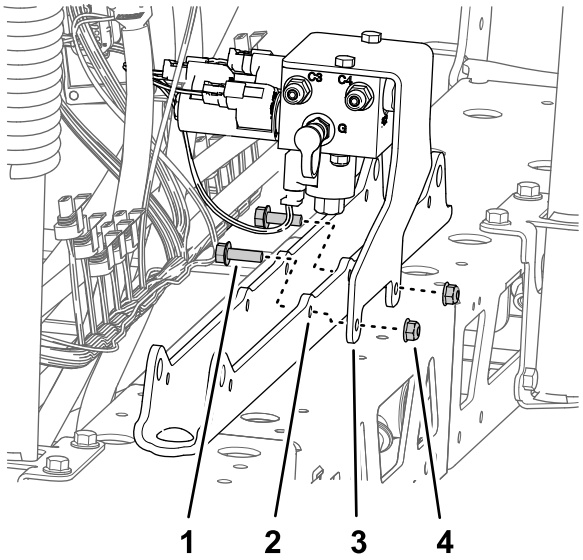

Figur 94
A. Rett inn hullene i støttebraketten for seksjonsløftemanifolden med hullene i sylinderfestet (Figur 94).
B. Monter støttebraketten til sylinderfestet (Figur 94) med de to flenshodeboltene (5/16 x 1 tomme) og flenslåsemutterne (5/16 tomme) som du fjernet i trinn 1 av Fjerne seksjonsløftemanifolden fra den midtre sprederseksjonen (side 21).